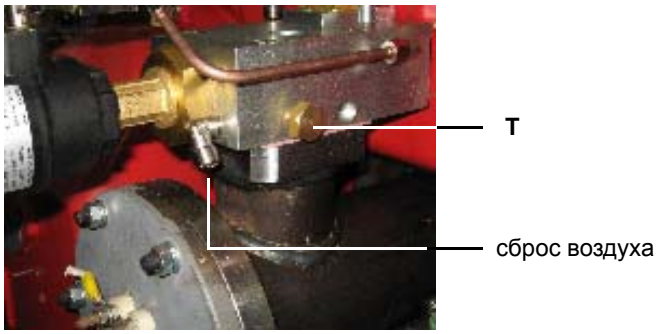

Рис. 37
3 выпустить воздух через заглушку (T) (Рис. 37), медленно откручивая указанную заглушку T, но не снимая ее; по завершении - вновь ее закрутить